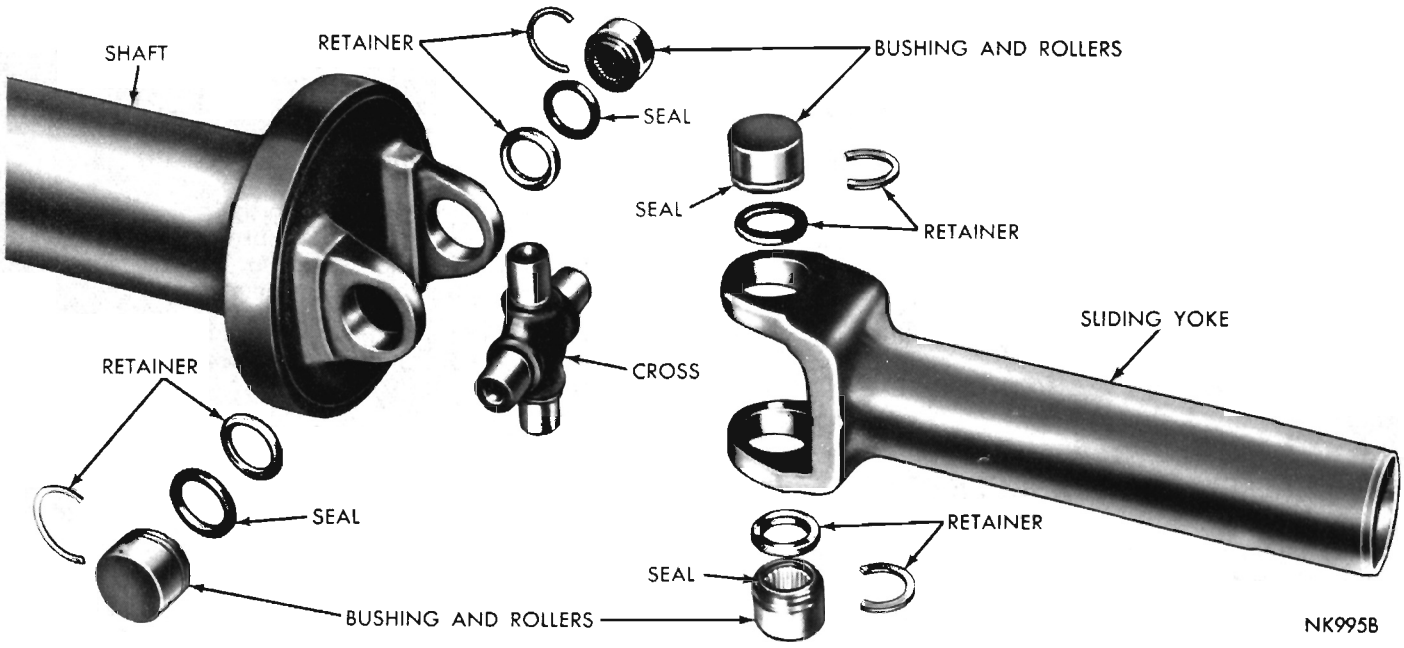
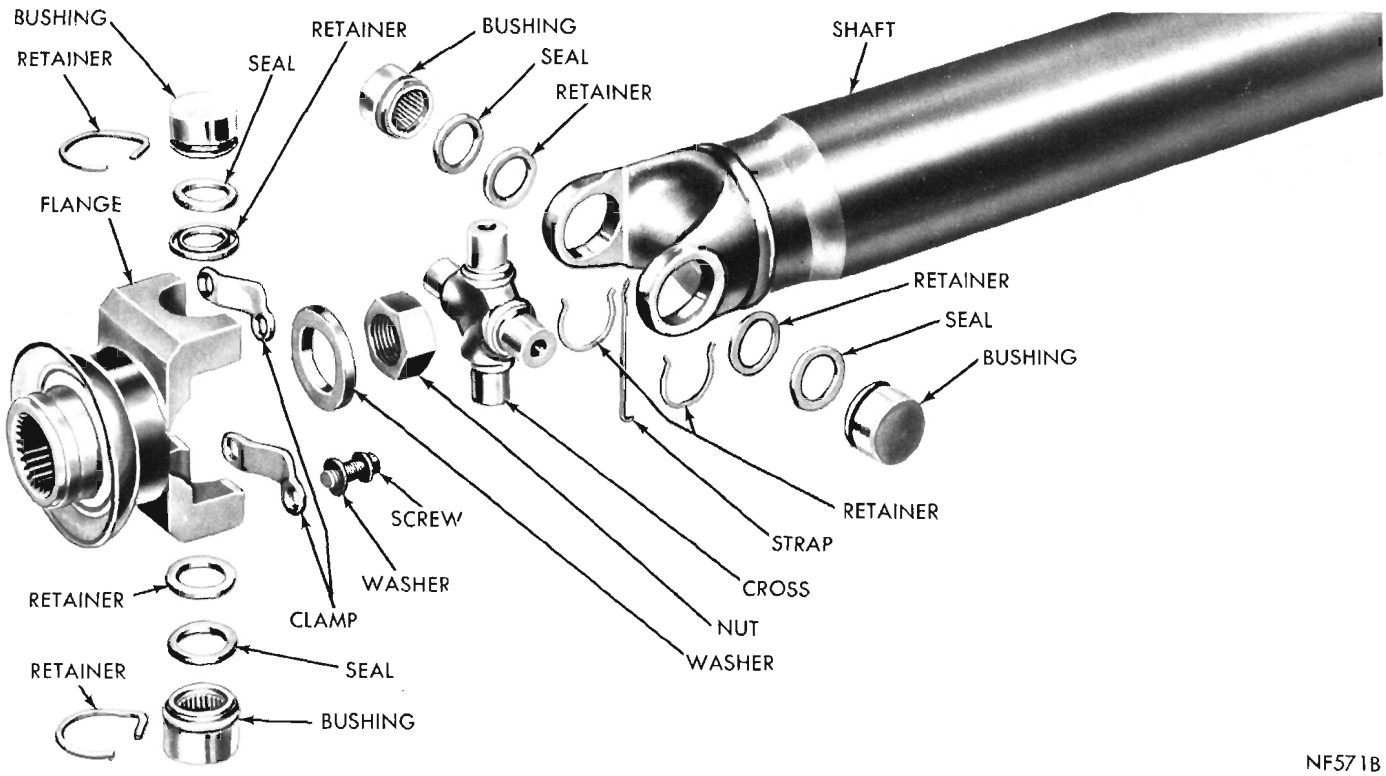

Fig. 2—Cross and Roller Universal Joint with Inertia Ring—Front
Fig. 3—Cross and Roller Universal Joint—Rear
Four types of propeller shafts are used on Valiant, Barracuda and Plymouth models, dependent upon engine transmission and axle ratio combinations. Certain applications require the usage of a propeller shafts which incorporate an inertia type ring at the front universal joint (Fig. 2). Other applications will require the use of solid propeller shafts and also shafts that are rubber isolated near the near universal joint (Fig. 3) and the propeller shaft that incorporates an internal vibration absorber inside the shaft in the location of the front universal joint. Servicing of all four propeller shafts are the same in all respects.
(1) Remove both rear universal joint roller and bushing assembly clamps from rear axle drive pinion flange (Fig. 3). **Do not disturb the retaining strap used to hold bushing assemblies on universal joint cross, if so equipped.**
(1) Slide propeller shaft with the front yoke from the transmission output shaft (Fig. 2). Be careful not to damage splines on output shaft or yoke. Examine sliding yoke seal for evidence of leakage. If no leakage is evident, do not disturb the seal. If necessary to replace the seal, see Transmission, Group 21.
(1) Before installing propeller shaft, wipe sliding yoke clean and inspect machined surface for scratches, nicks, burrs and correct as necessary.
(2) Engage the yoke splines on end of output shaft, being careful not to burr the splines (Fig. 2).
(1) Install rear universal joint cross and roller bushings in the seats of drive pinion flange. Install bushing clamps and attaching screws (Fig. 3). Tighten clamp screws to 170 inch-pounds on all models.